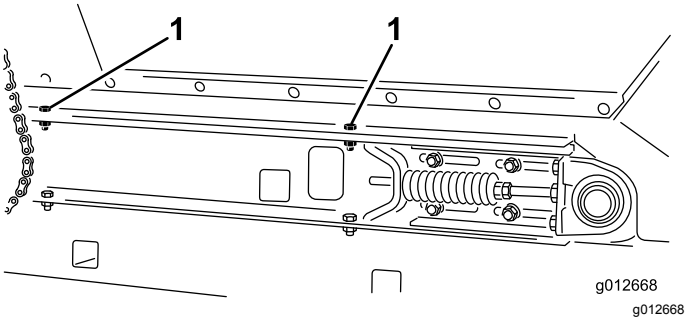

Figur 26
2. På hver side af maskinen skal du fjerne de 2 maskinskruer, 2 spændeskiver og 2 låsemøtrikker, der fastgør tragtbeholderen til gliderens stelvanger (Figur 26).